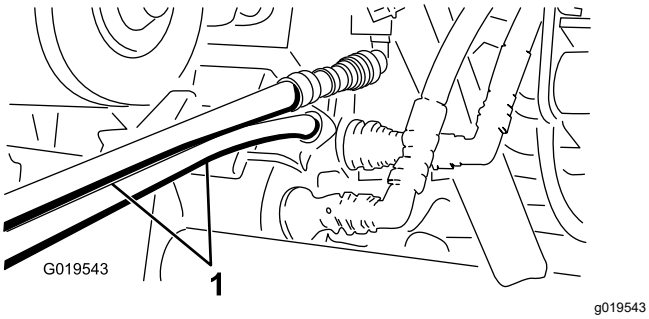

Figuur 73
5. Sluit de twee slangen op de andere machine aan op de koppeling die nog in de beugel van de koppeling zit (sluit de bovenste slang aan op de bovenste koppeling en de onderste slang op de onderste koppeling) (Figuur 73).